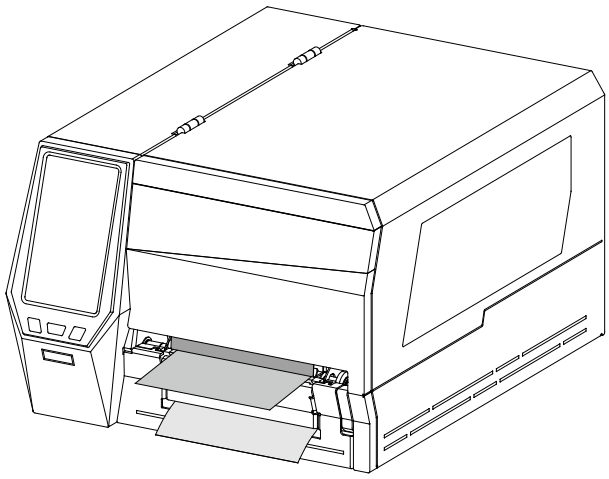

Figure 2-30 Close the Flip-up Cover
9. Close the flip-up cover. Enter the LCD touch-screen settings menu and set the printed label handling mode to Peeler Mode (please refer to 3.2.1.7 Printed label handling). As shown in Figure 2-30.